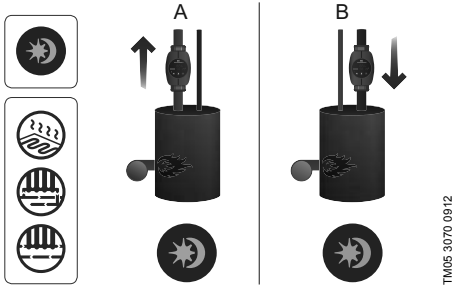

Рис. 24 Автоматический ночной режим
- Насос должен быть встроен в подающую магистраль (см. рис. 24, поз. A). Функция автоматического ночного режима не работает, если насос установлен в обратную трубу системы отопления (см. рис. 24, поз. B).